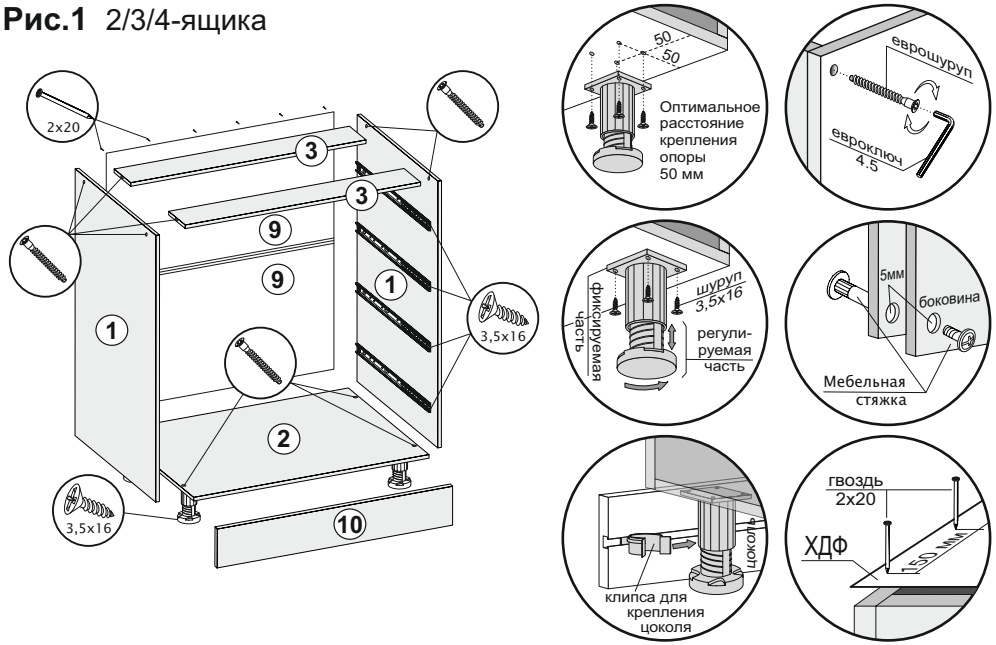

Рис.1.1 Выдвижной ящик
9. Произвести сборку ящиков, используя еврошурупы, и прибить ХДФ (8) гвоздями 2x20. Установить створки (11,12) на собранные ящики с помощью эксцентриков (рис.1.1).
10. К собранным ящикам прикрутить ответные части направляющих (по центру деталей ящика (4,5)) шурупами 3,5x16 (рис.1.1). ***Ящики вставить после сборки всего изделия***.
11. Прикрутить ручки к створкам (11,12) через деталь ящика (6,7) шурупами 4x51 П/Ш, предварительно досверлив отверстия Ø5 (рис.1.1).